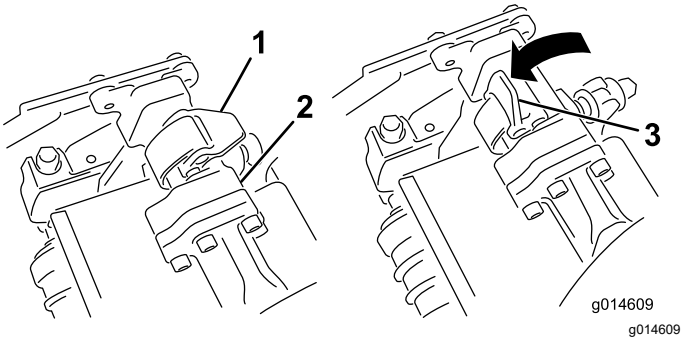
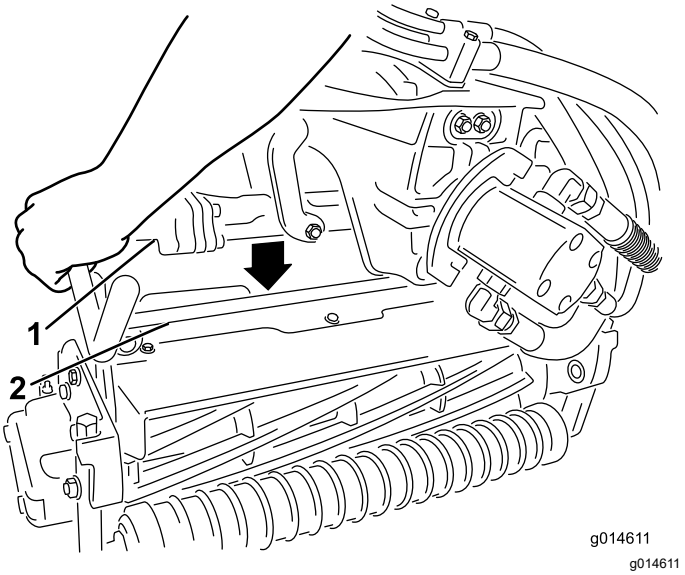

**Figuur 48**
**Figuur 49**
3. Zorg ervoor dat de vergrendelingen op de ophangarm omhoog wijzen (dus open staan) (Figuur 48), druk de ophangarm omlaag zodat de stang ervan over de stang aan de bovenkant van het maaidek valt (Figuur 49).
4. Sluit de vergrendelingen rond de stang van de maai-eenheid en vergrendel ze (Figuur 48).
4. Open de vergrendelingen op de stang van de ophangarm van de maai-eenheid dat u wilt verwijderen (Figuur 48).